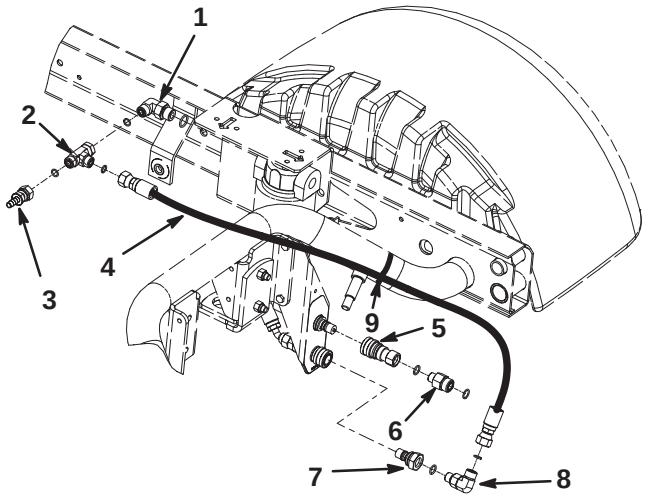

**Figure 2**
**6.** Install the new 90° fitting into the filter head, positioning as shown in figure 2.
**7.** Install the new tee fitting into the new 90° fitting (Fig. 2).
**8.** Install the barbed fitting into the tee fitting (Fig. 2).
**10.** Connect the hose assembly to the tee fitting (Fig. 2).
**11.** Install the 90° fitting and the male quick coupler to the hose assembly (Fig. 2). Route the hose assembly over the rear frame tube and secure it to the tube with a cable tie.
**14.** Plug the male quick coupler of the new hose assembly into the lower (female fitting) quick coupler on the vehicle (Fig. 2).
**15.** Install the female quick coupler and the straight fitting to the hose from the single acting cylinder of the attachment (Fig. 2). This will connect to the upper (male fitting) quick coupler on the vehicle.